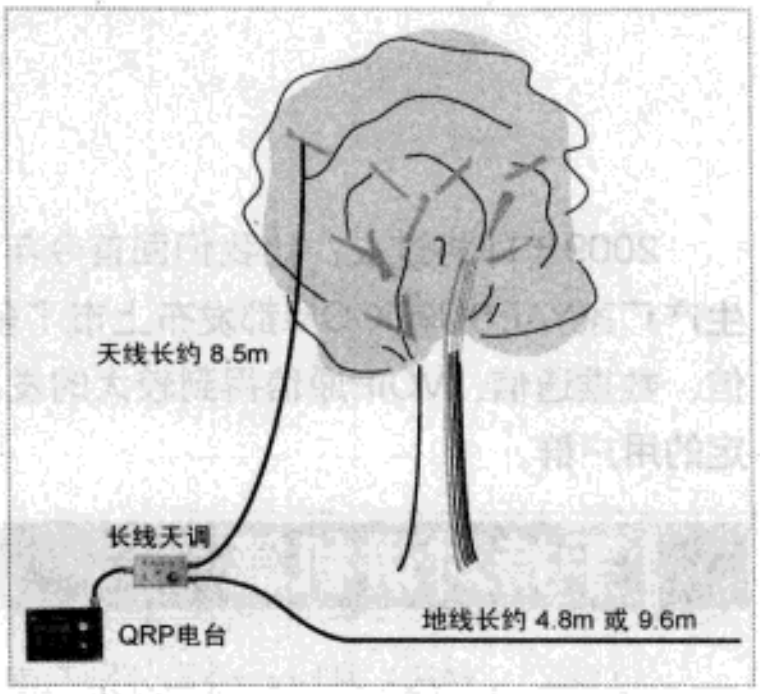

图3 天调与电台和天线的连接方式
3. 调节：按图3连接好电台、天调、地线后，就可以用接长线天调来调整匹配了。先将长线天调的工作/调谐开关SB5拨向调谐位置，将电台调到要工作的波段，按下电键或者在FM模式按下PTT，使输出功率在3~5W。先将可变电容C2调到中间位置，通过改变SB1~SB4的组合,改变电感量，找到发光二极管VD2最暗的位置.此时调节C2，看看能否找到发光二极管更暗或完全不亮的位置，发光二极管最暗的位置就是匹配最佳位置。可以通过改变开关组合稍微增加或减小一挡电感量，调节可变电容C2，找到一个最佳匹配组合。找到了最佳点后，就可以将工作/调谐开关S5拨向工作位置呼叫CQ了。注意：改变工作波段时要重新调整匹配。由于检测电路中电阻R1~R3的功率限制，调谐时功率最好在5W左右，最大别超过10W，但当调谐好、SB5拨向工作位置后,功率可以适当加大，最大到20W应该没有问题。